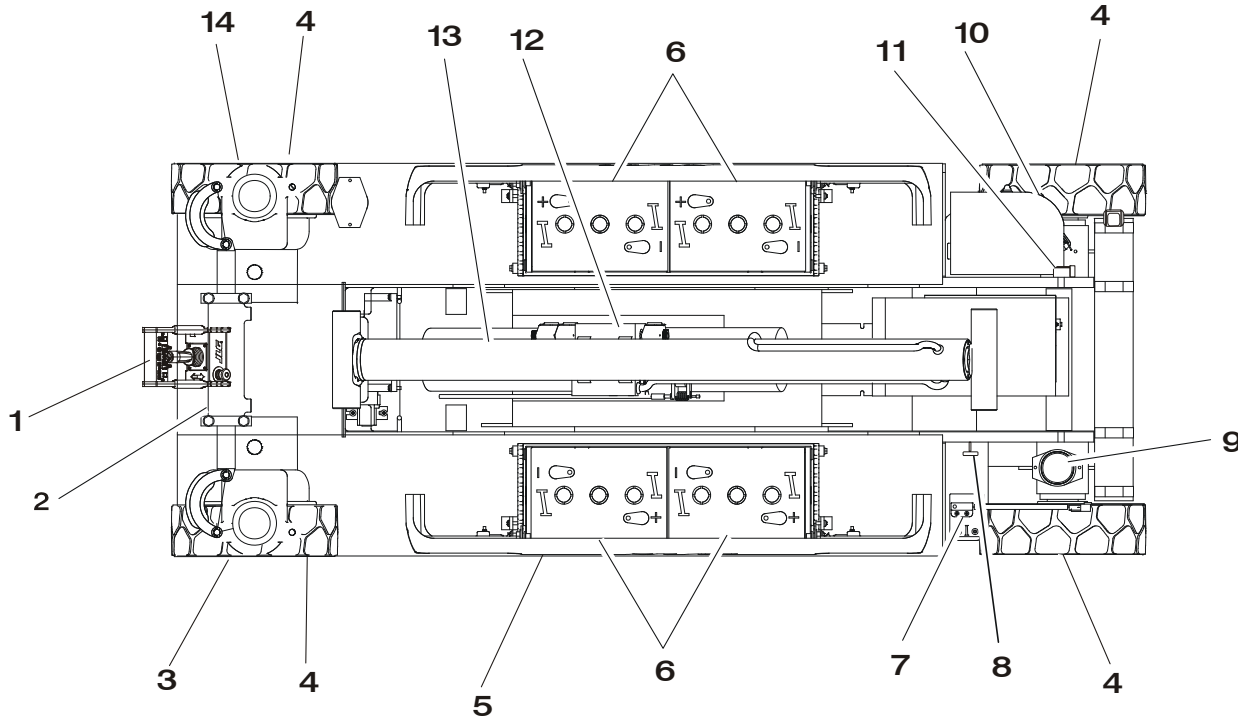

Figur 2-1. Daglig inspektion ved rundgang - Blad 1 af 3
5. **Inspektion ved rundgang** – Se figur 2-1.